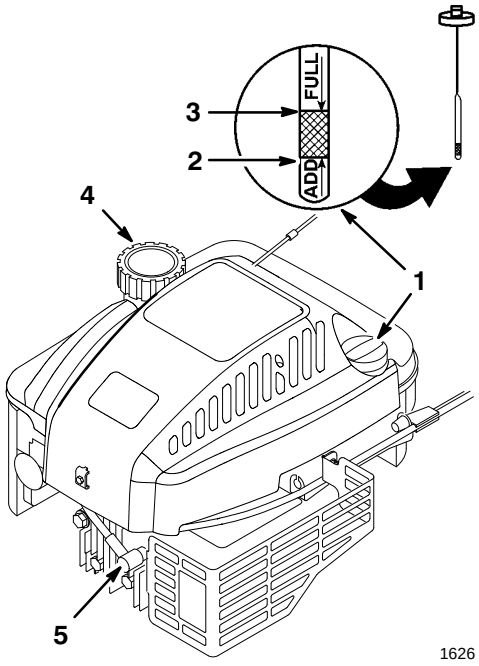

Afbeelding 7
Controleer voor elk gebruik of het oliepeil tussen de merktekens *Add* (bijvullen) en *Full* (vol) op de peilstok staat (Afb. 7).
2. Maak de omgeving van de peilstok schoon (Afb. 7).
6. Lees het oliepeil af van de peilstok (Afb. 7).
1. Haal de bougiekabel van de bougie (Afb. 7).
2. Zorg dat rondom de dop de brandstoftank geen vuil zit. (Afb. 7).
3. Haal de dop van de tank (Afb. 7).